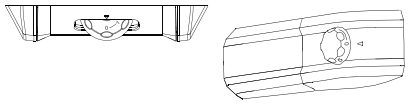

rys.13
**1)** Obróć pokrętło w położenie „0“ (rys. 13)